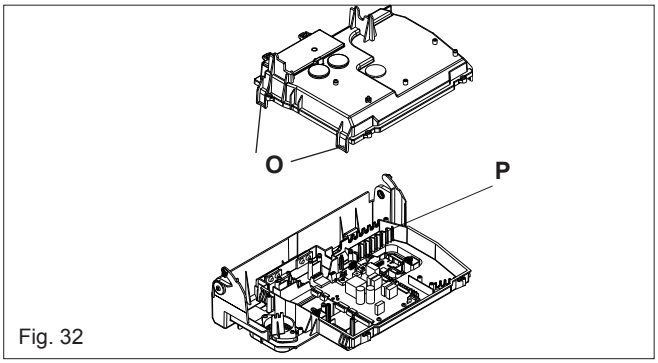

Fig. 32
6.11 PRINTED CIRCUIT BOARD (fig. 32)